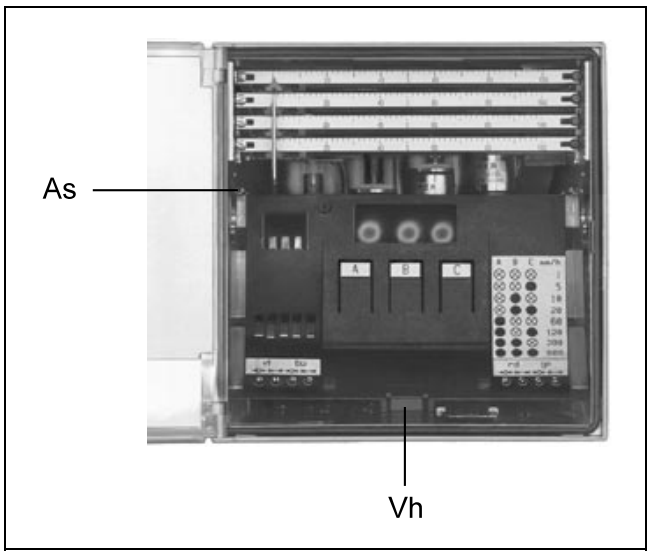

Fig. 14 *As* Retaining screw
(see Figs. 14 to 15)
3. Lift the locking lever *Vh* (see Fig. 14) and simultaneously pull forward the module.